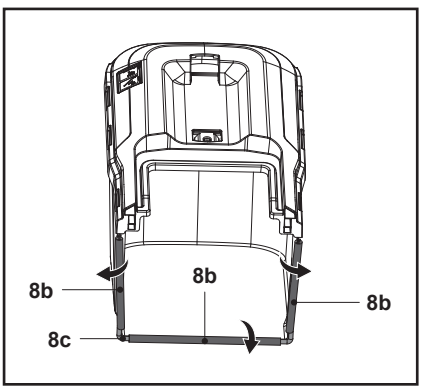

Fig. 5
1. Sujete las tres abrazaderas de caucho (8b) a la barra de soporte (8c) del recogedor de hierba (8) (Fig. 5).